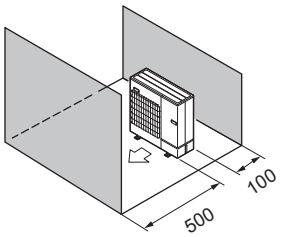

Fig. 2-11
(5) Obstacles uniquement à l’avant et à l’arrière (Fig. 2-11)